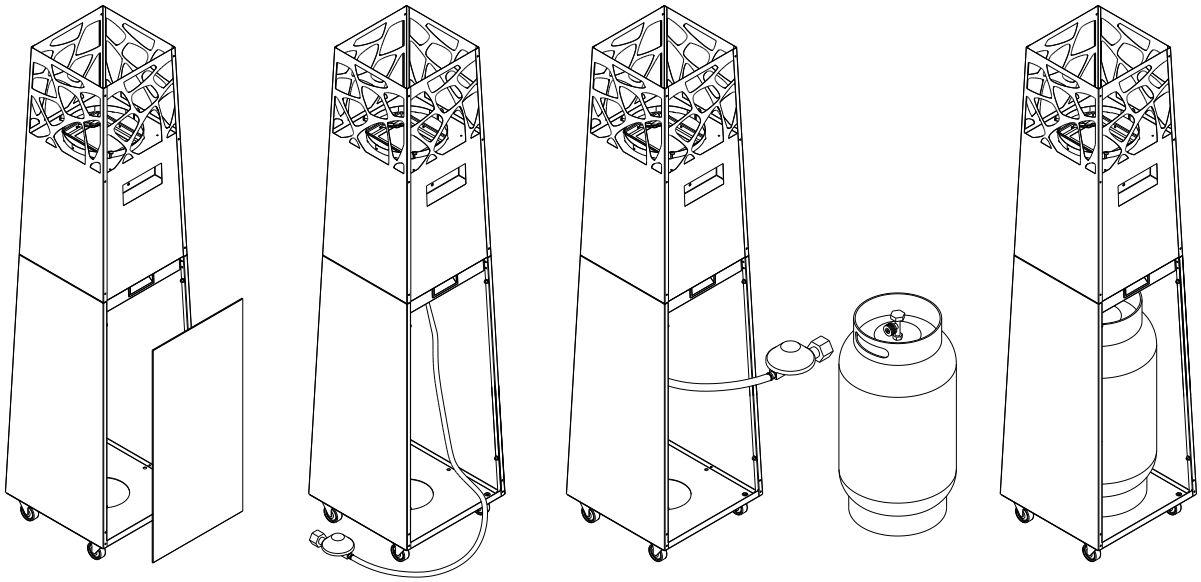

Abb. 10– Einbau der Gasflasche
- Vergewissern Sie sich, dass sich der Drehknopf in der Position "OFF" (ganz im Uhrzeigersinn) befindet (Abb. 10).